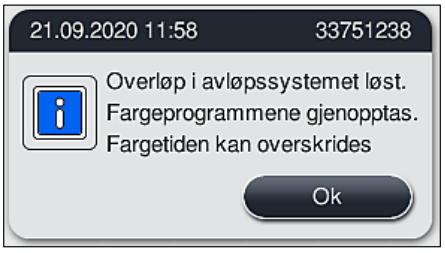

Fig. 122
✓ Hvis det blokkerte vannet forsvinner, vises en ny melding på skjermen (→ "Fig. 122") og brukeren kan fortsette fargeprogrammene. Trykk på OK (→ "Fig. 122") for å fortsette.
1. Hvis videre rengjøringsforsøk lykkes og blokkeringen kan fjernes, synker vannivået under det kritiske nivået. En melding på skjermen (→ "Fig. 122") viser brukeren at fargeprogrammene kan fortsettes. Trykk på OK (→ "Fig. 122") for å fortsette. Programmenes start-status vises, og programmene i prosessen fortsetter automatisk.